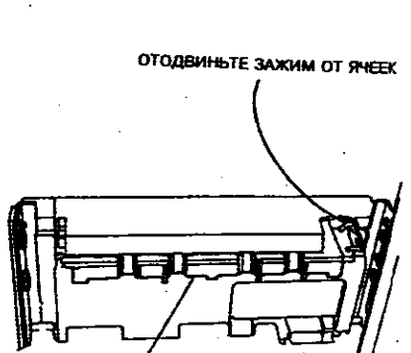

**Рисунок 3. Положение направляющей бумаги и зажима заземления**
2. (Рисунок 3) Перед затягиванием крепежных винтов проверьте, встали ли установочные выступы транспортера на место. Проверьте, правильно ли установлен зажим заземления.